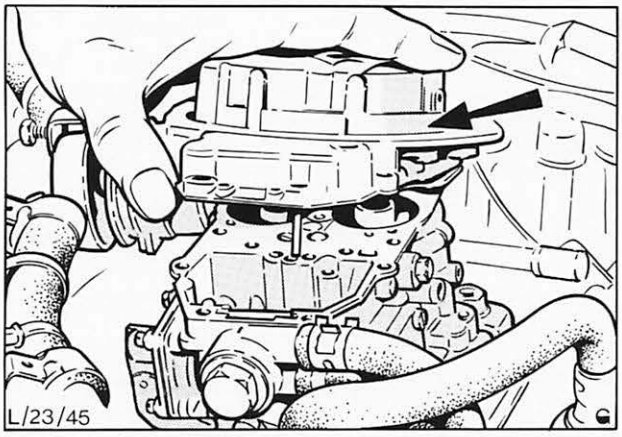

Abb. 165 Abbauen des Vergaserdeckels
7. Schrauben (7) entfernen, Verbindungsstange der Startautomatik aushängen und Vergaserdeckel abheben, Abb. 165.